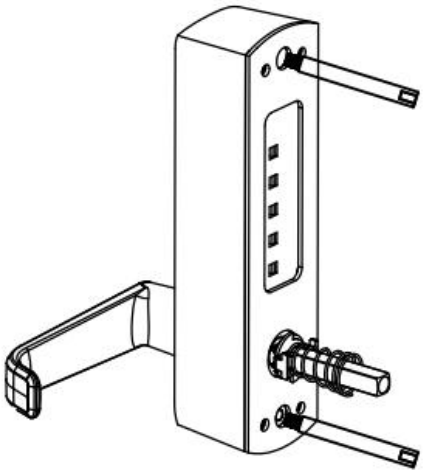

FIG9B
3) Insert one end of the square shaft with a locking spring into the square hole of the front panel lock (as shown in Figure 9B), and insert the other end into the square hole of the rear panel lock. Install using the accompanying rubber gasket and mounting screws.